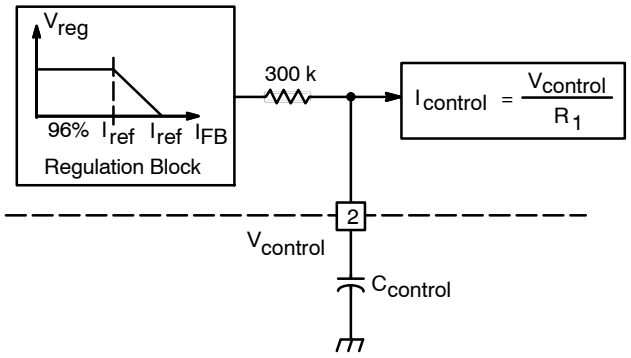
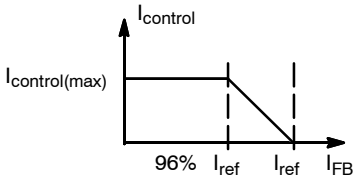

Figure 30. $V_{control}$ Low−Pass Filtering
Figure 32. Regulation Block
Control current $I_{control}$ is a roughly constant current that comes from the PFC output voltage V_{out} that is a slowly varying signal. The bandwidth of $I_{control}$ can be additionally limited by inserting an external capacitor $C_{control}$ to the control voltage $V_{control}$ pin (Pin 2) in Figure 30. It is recommended to limit $f_{control}$, that is the bandwidth of $V_{control}$ (or $I_{control}$), below 20 Hz typically to achieve power factor correction purpose. Typical value of $C_{control}$ is between 0.1 μF and 0.33 μF.
Feedback current I_{FB} which represents the output voltage V_{out} is processed in a function with a reference current (I_{ref} = 200 μA typical) as shown in regulation block function in Figure 32. The output of the voltage regulation block, low−pass filter on $V_{control}$ pin and the $I_{control}$ = $V_{control}$ / R_1 block is in Figure 30 is control current $I_{control}$. And the input is feedback current I_{FB}. It means that $I_{control}$ is the output of I_{FB} and it can be described as in Figure 32. There are three linear regions including: (1) I_{FB} < 96% × I_{ref}, (2) 96% × I_{ref} <I_{FB} < I_{ref}, and (3) I_{FB} > I_{ref}. They are discussed separately as follows: